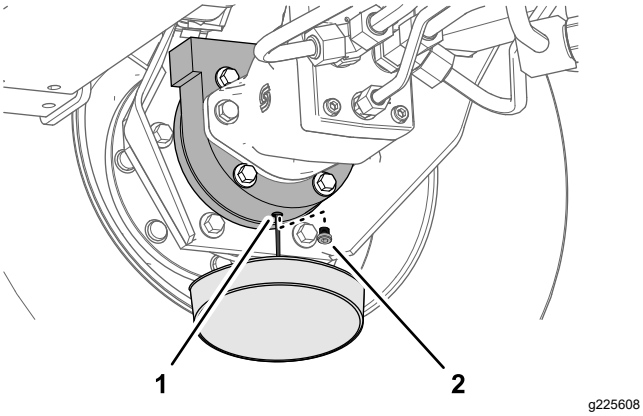

Figur 102
6. Plasser et tappefat under bremsehuset. Ta ut tappepluggen, og la all oljen renne ut (Figur 102).